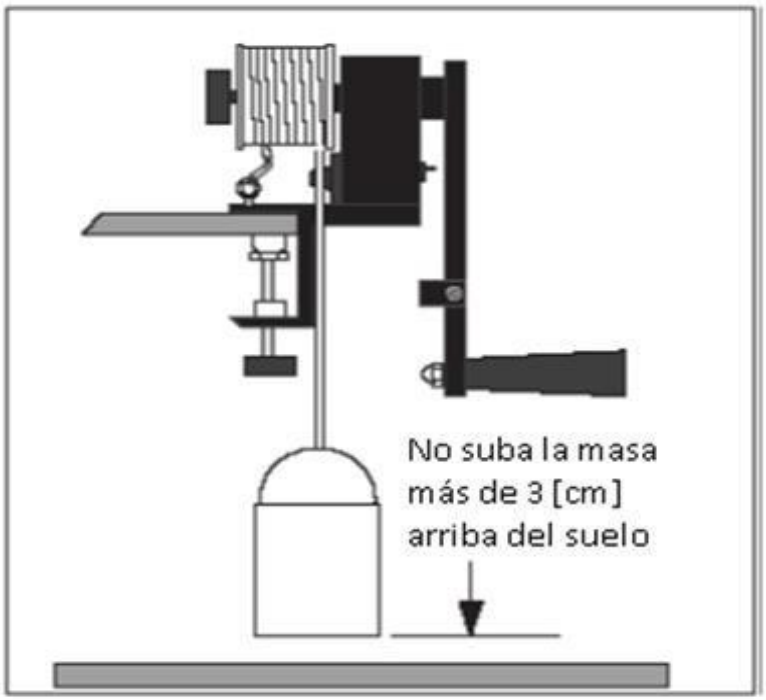

Figura 2. Esquema del sistema
El aparato del equivalente mecánico del calor, como se muestra en la Figura 2, cuenta con un sistema muy similar al equipo utilizado por Joule, es decir, una cinta con un sistema de pesas colocadas en un extremo y enrollada al cilindro de aluminio por el otro extremo.
1. Realizar el montaje del equipo como se indica en la Figura 2.